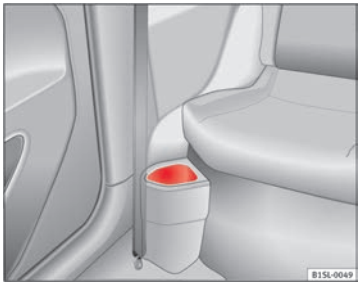

Fig. 76 In front of the rear seats: storage compartment.
- In front of the rear seats ⇒ fig. 76.